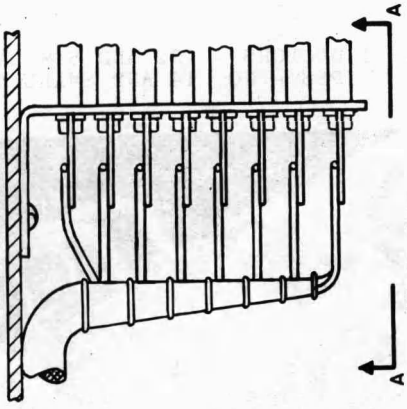

FIG. 15 RESISTORS - 18 AND SIMILAR TYPES ON BRACKETS - NO. 14 AND SMALLER WIRE
(2) To show new dress for 18 and 19 type resistors in Figure 15.